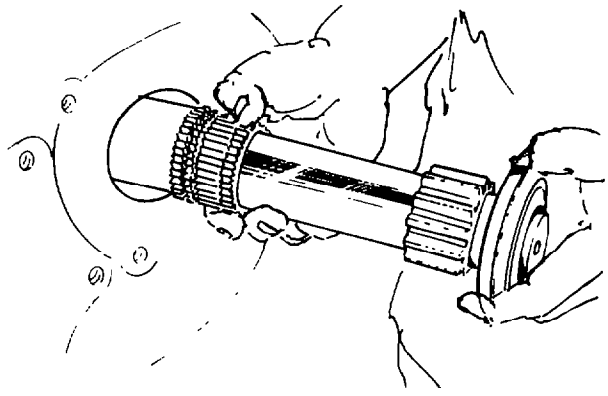

Fig. 211 — Installing Main Drive Pinion
z. Install the main drive pinion taking care not to damage the spigot bearing (see fig. 211).